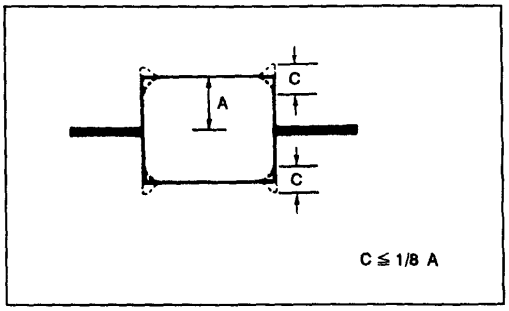

Fig. 4-14.
3) Confirm that no large fluctuations occur on the waveform (See Fig. 4-14).